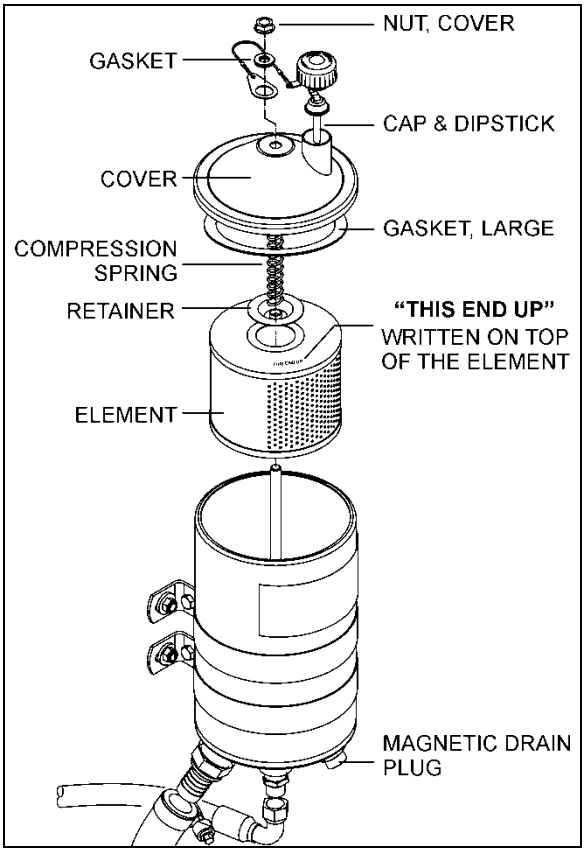

**FIGURE 25: POWER STEERING FLUID RESERVOIR**
The power steering reservoir is located on R.H. side of engine compartment, on front wall and accessible through the engine compartment R.H. side door (Figure 25).
3. Prior to pulling out the oil dipstick on the power steering fluid reservoir (Figure 25), thoroughly clean the reservoir and its immediate vicinity to protect the fluid from being soiled by impurities.
2. Unscrew and remove the cover nut located on top of the power steering fluid reservoir (Figure 25).